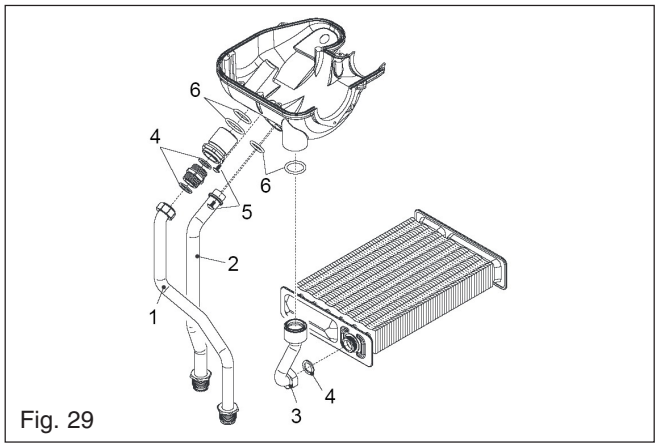

Fig. 29
6.28.1 LATENT HEAT COLLECTOR fig. 29/30/31